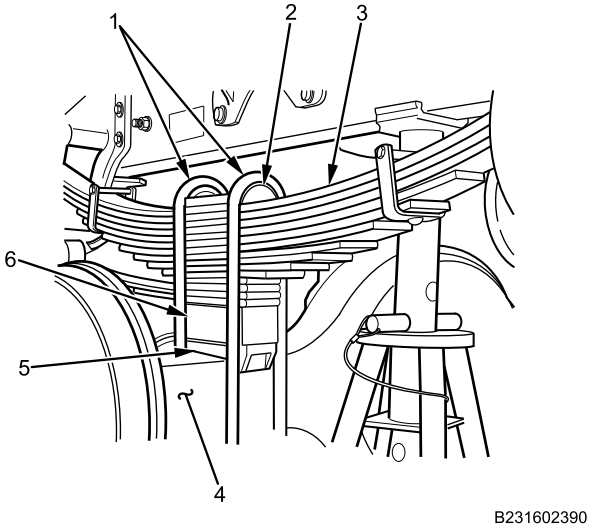

Figure 6. Rear Spring.
11. Remove U-bolts (Figure 6, Item 1) and U-bolt rear spring seat (Figure 6, Item 2) from rear spring (Figure 6, Item 3).
12. With assistance, remove rear spring (Figure 6, Item 3) from rear spring spacer (Figure 6, Item 6) and remove spring from vehicle.
13. Remove rear spring spacer (Figure 6, Item 6) and rear spring seat (Figure 6, Item 5) from rear axle (Figure 6, Item 4).